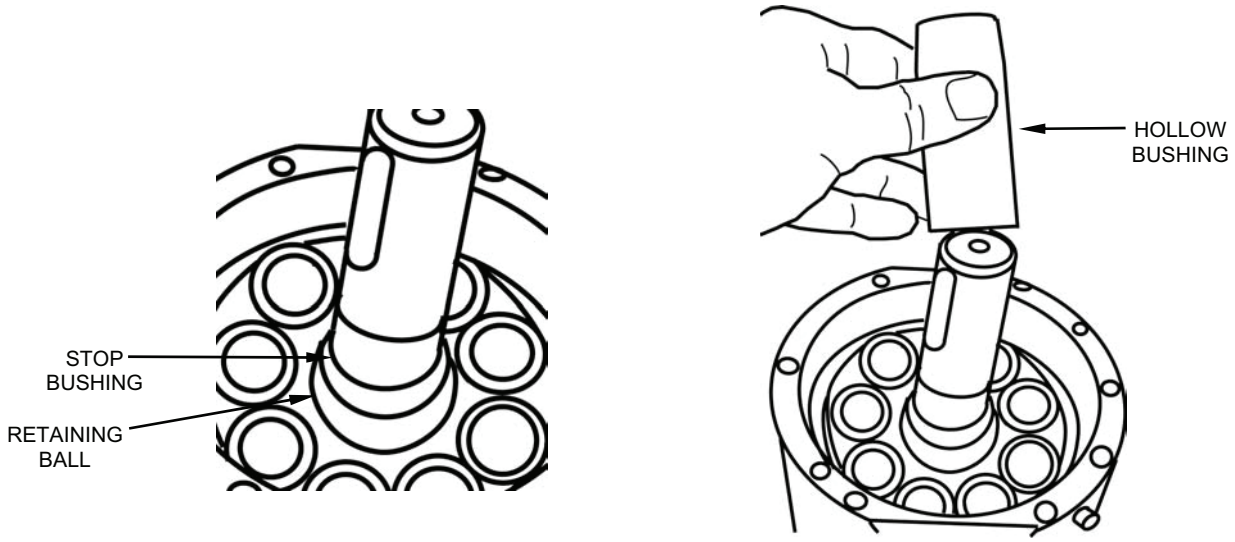

Figure 34. Installing Stop Bushing.
i. Slide the new stop bushing over the pump shaft and onto the retaining ball (see Figure 34).
j. Slide the hollow bushing tool onto the pump shaft (see Figure 34)